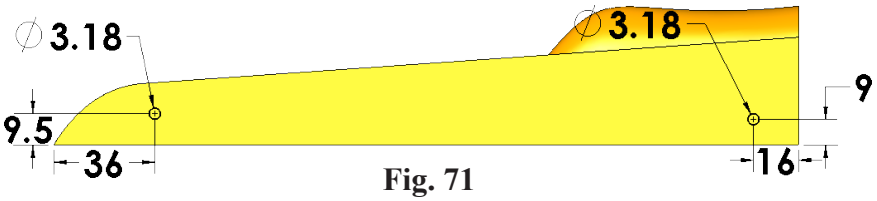

Fig. 71
Step 8. Add the dimensions as shown in **Fig. 71**.